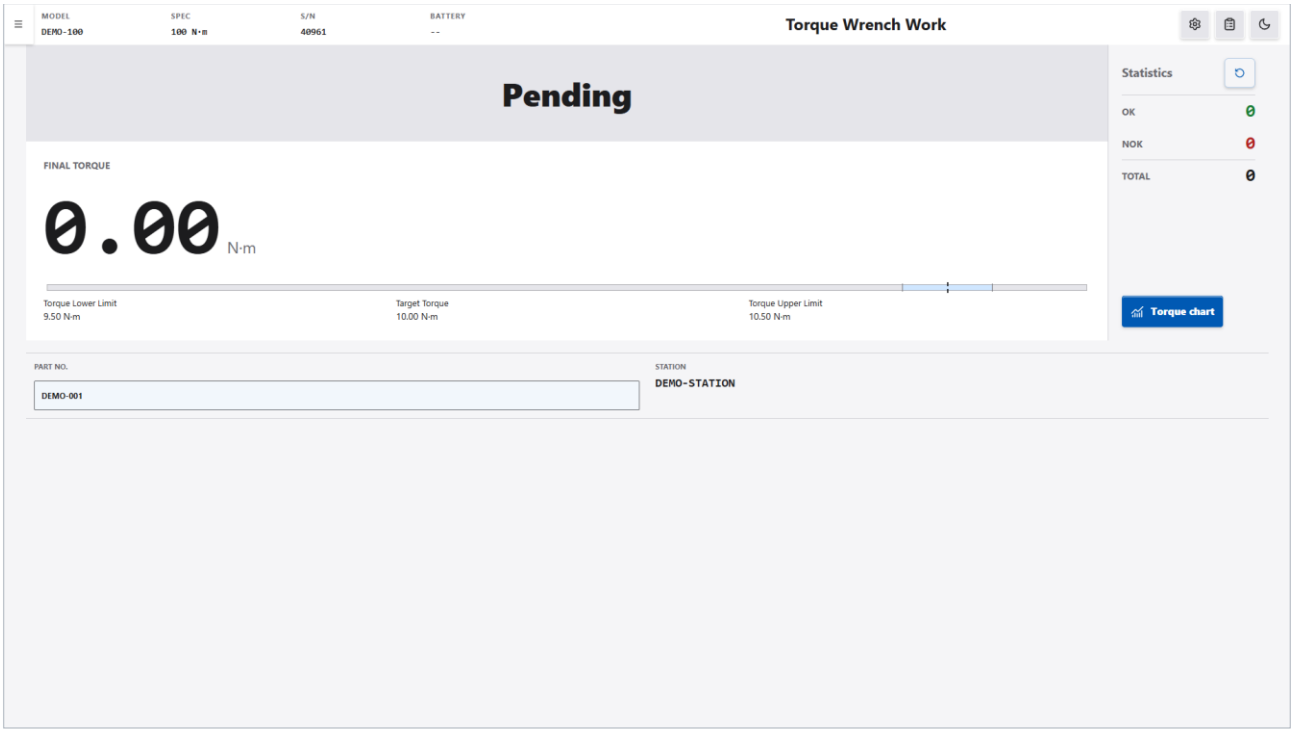

Figure 5-6 Torque wrench work screen
1. In the navigation menu, click “Rotary Sensor” → “Torque Wrench”. The screen shows “Torque Wrench Work” with the verdict banner showing “Pending” (see Figure 5-6).